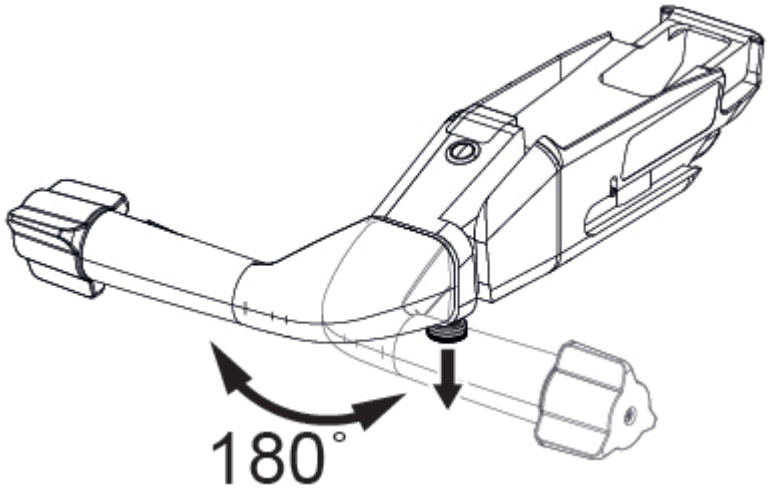

Figure 6-5. Change Motorized Transfer Handle Orientation
2. To rotate the motorized transfer handle, pull the position latch and rotate the motorized transfer handle to the desired position. See *Figure 6-5*.